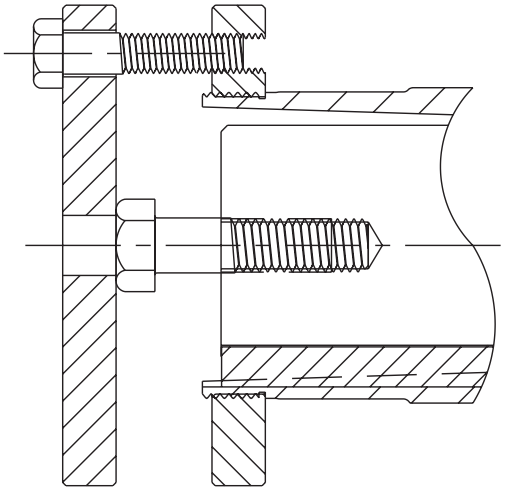

Figure 11-1
11.2.4 Install the three capscrews through the keeper plate and into the bushing ring as shown on Figure 11-1.